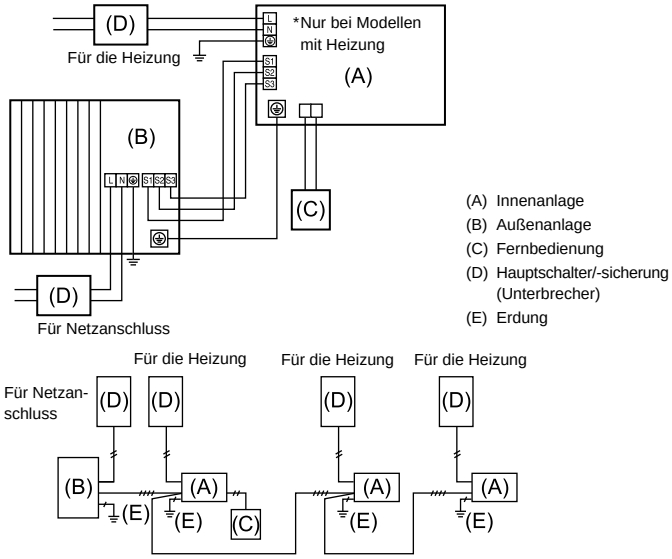
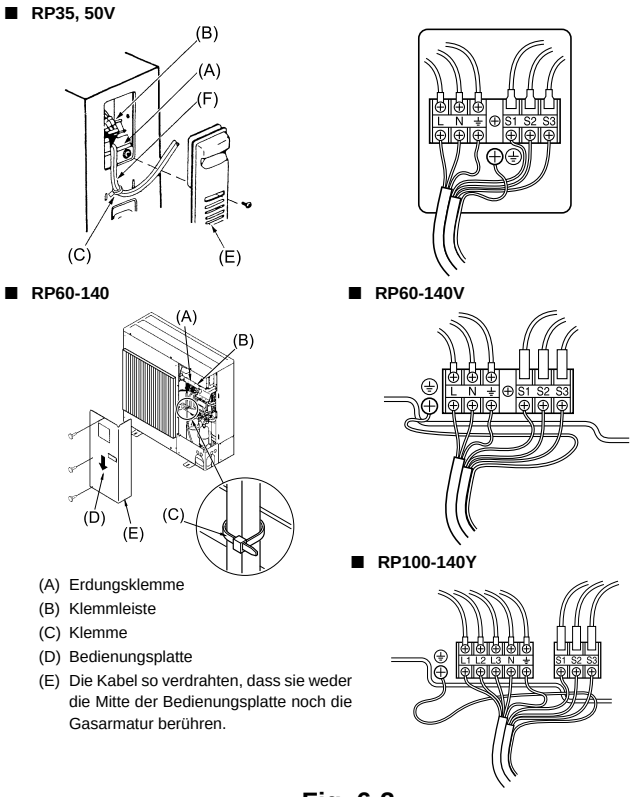

Fig. 6-1
Fig. 6-2
6.1. Außenanlage (Fig. 6-1, Fig. 6-2)
(1) Die Bedienungsplatte abnehmen.
(2) Die Kabel gemäß der Fig. 6-1 und der Fig. 6-2 verdrahten.